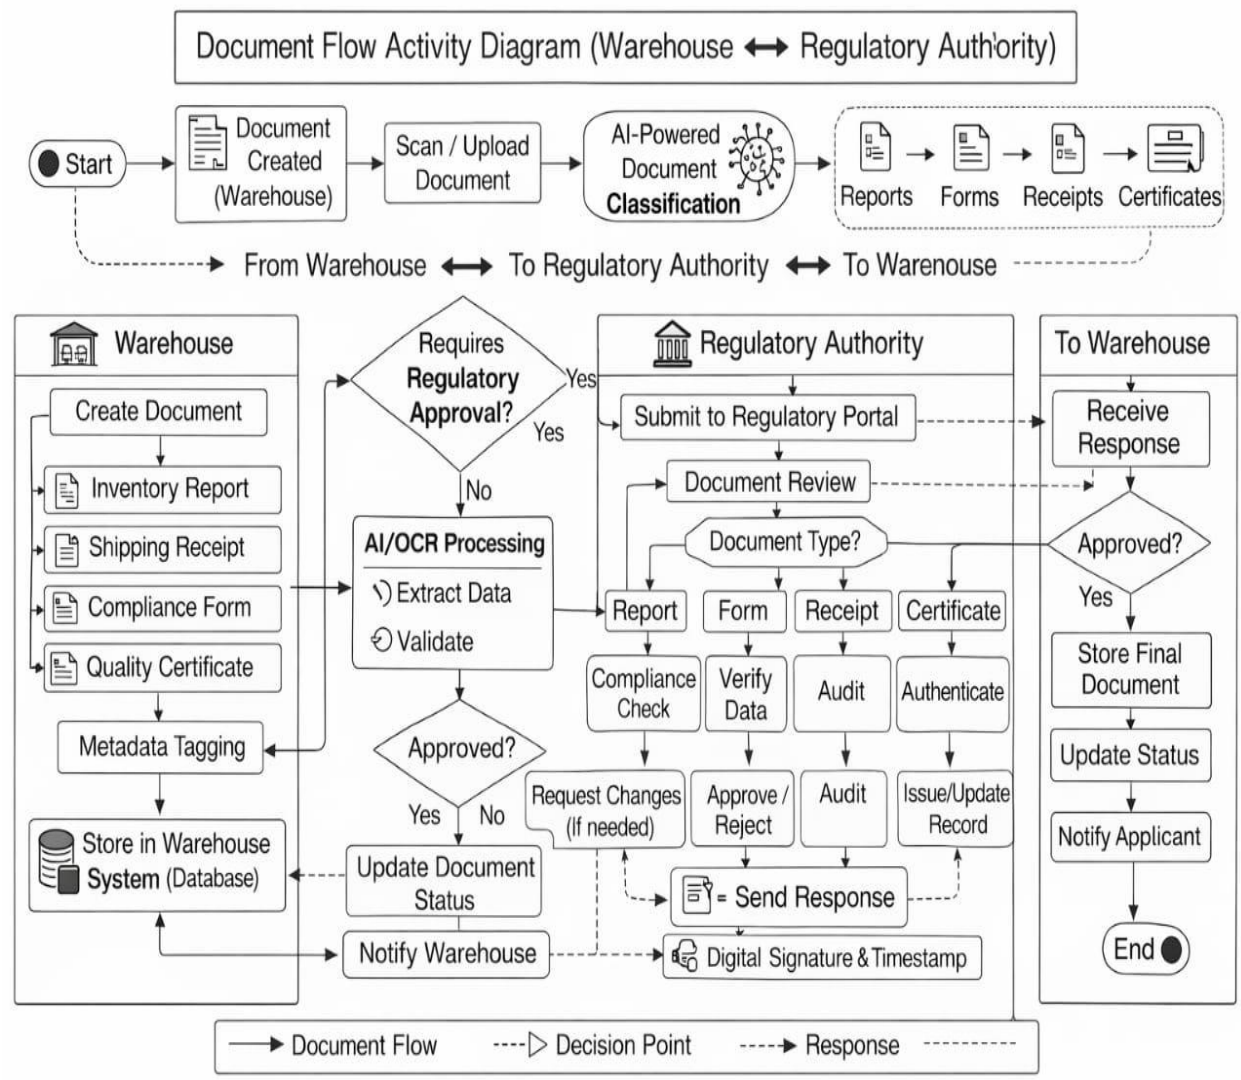

Figure 1: Activity diagram flow of whole system including AI
The conceptual framework (Figure 1) illustrates the integration of **Artificial Intelligence (AI), secure document processing, role-based access control, and workflow automation** to enhance efficiency, accuracy, and transparency in warehouse document management.